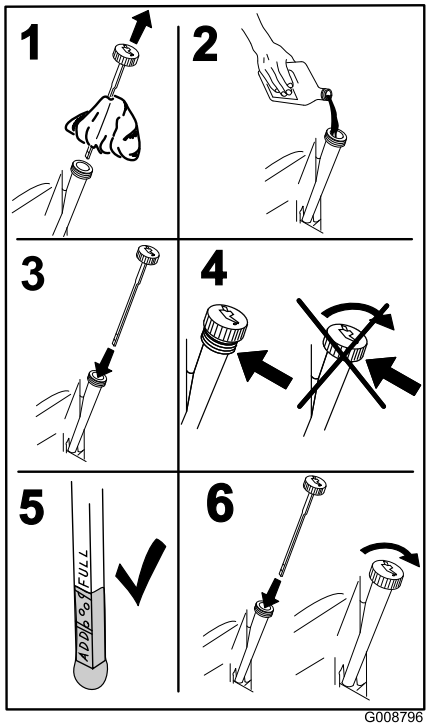

Figur 46
4. Slå langsomt cirka 80 % av den spesifiserte oljen ned i påfyllingsrøret, og tilfør sakte resten av oljen til den når **Full**-merket (Figur 46).